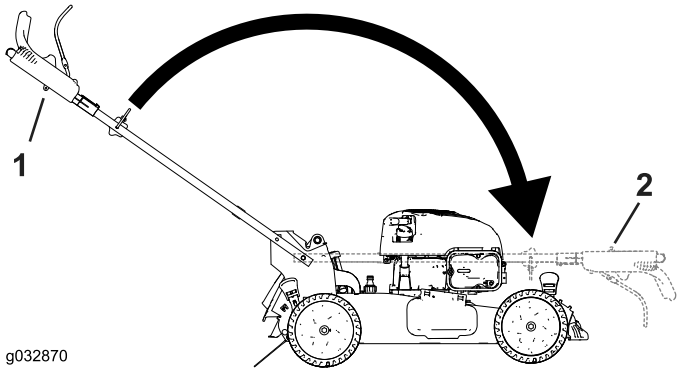

Rysunek 28
2. Złóż uchwyt, obracając go do przodu (Rysunek 28).